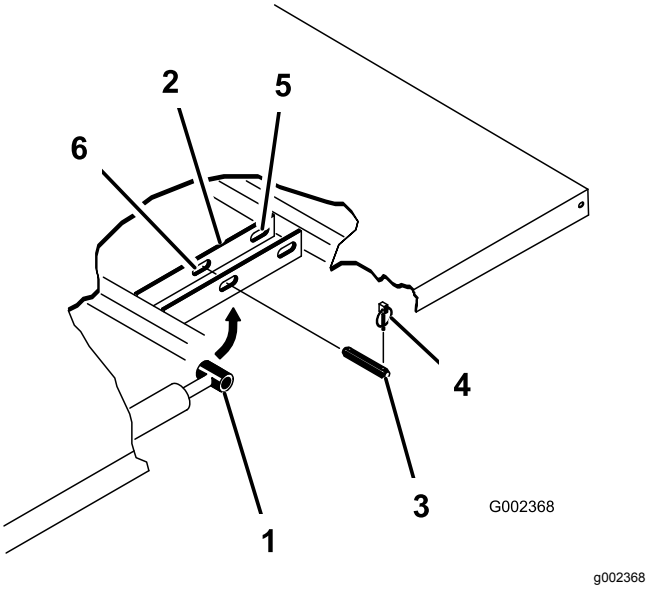

**Figur 3**
4. Fjern ringstiften fra den ytre enden av splittpinnene (Figur 3) på sylinderstaget.
5. Fjern splittpinnene som fester sylinderstaget til planmonteringsplatene, ved å skyve pinnene mot maskinens midtlinje (Figur 3).